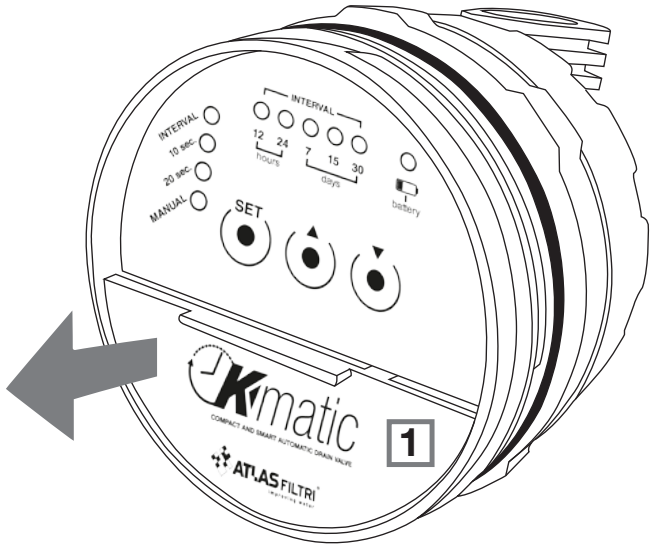

Abbildung 1
- Öffnen Sie das Batteriefach (1), indem Sie die Abdeckung in der unteren Hälfte der Vorderseite des Programmiergeräts entfernen (Abbildung 1).